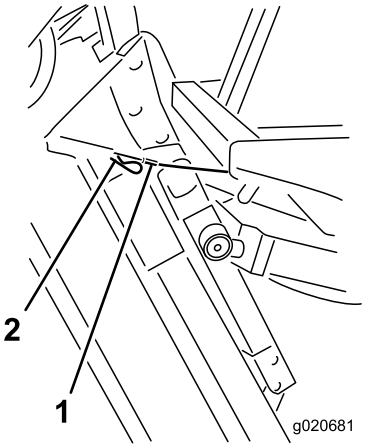

Figur 75
6. Fäst vajeränden på tappen på klippenhetens lyftarm och säkra den med hårnålssprinten samtidigt som du håller klippenheten upprätt (Figur 75).